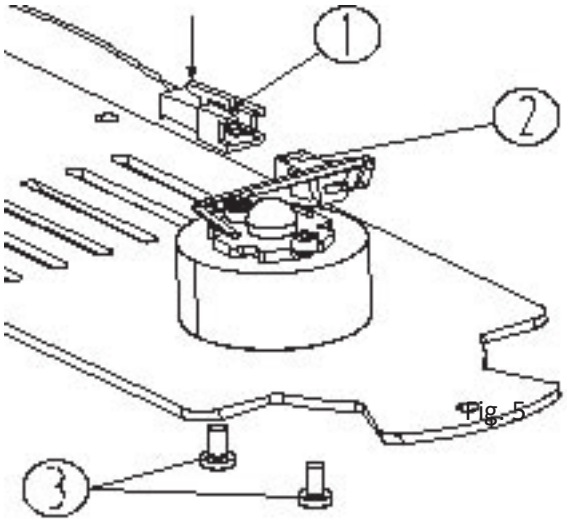

Fig. 5
- Destornille la base del microscopio donde se encuentra la fuente de iluminación. Después oprima las pestañas del conector ① de la lámpara LED que lo unen al panel de control en la dirección que se muestra en la imagen, jale el conector ② y quite los dos tornillos que sujetan la lámpara LED a la base ③ y reemplace con una nueva lámpara LED y vuelva a colocar los tornillos y el conector ② en el conector ① dejándolo como estaba en su lugar ver (fig. 5).